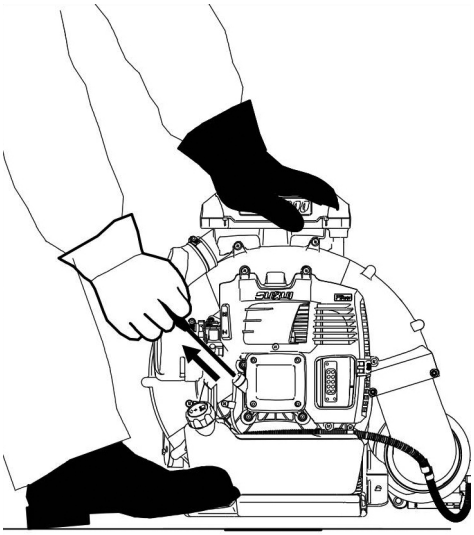

Рис. 10. Положение оператора при запуске двигателя
6. Установите ногу на подножку, левой рукой зафиксируйте устройство (Рис. 10). Проверните коленчатый вал двигателя ручным стартером до тех пор, пока не почувствуете сопротивление, затем медленно опустите ручку стартера вниз. Снова медленно потяните за ручку стартера, пока не почувствуете, что стартер вошел в зацепление с маховиком, после чего, резко и с усилием потяните за ручку. После попытки запуска медленно и плавно верните ручку стартера на место. Повторите попытки запуска несколько раз (но не более 8 раз).